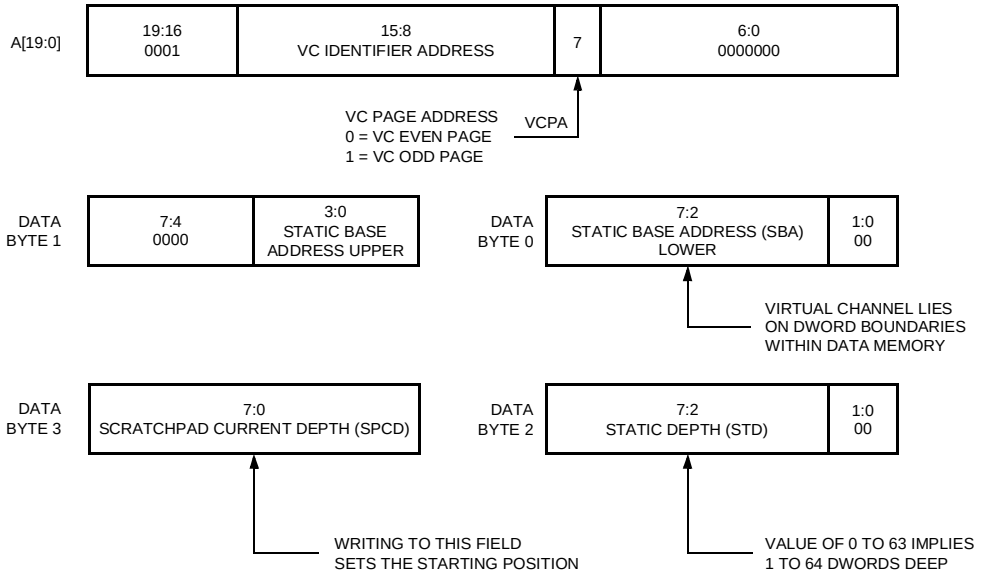
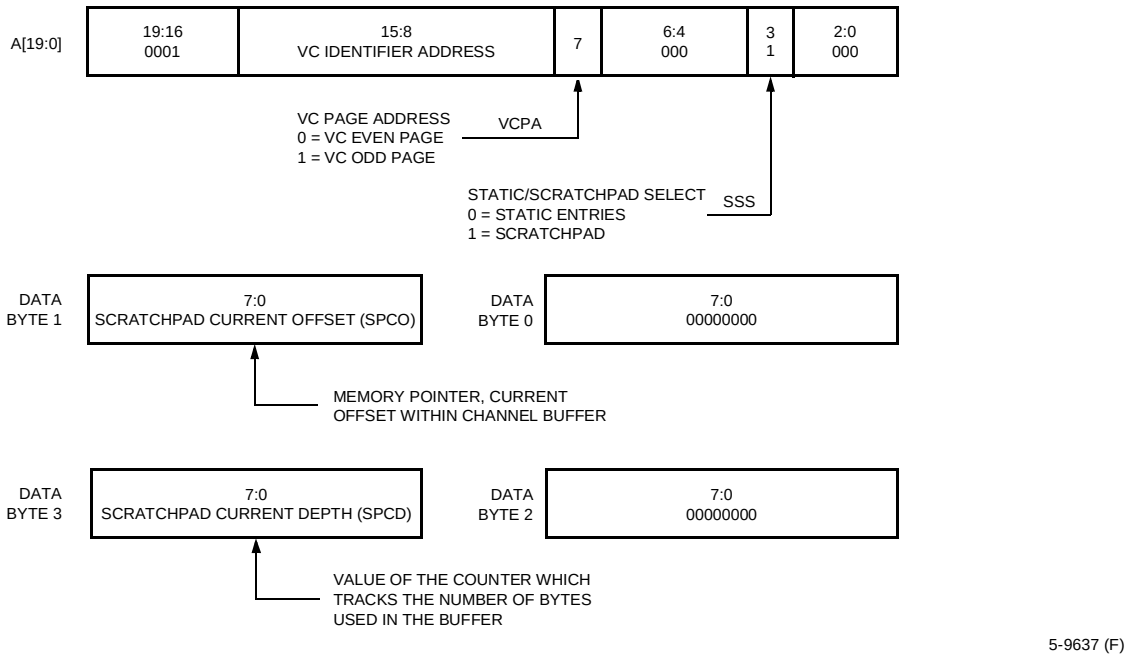

Figure 46. Microprocessor Programming—Write Virtual Channel Memory Command
Figure 48. Microprocessor Programming—Read Virtual Channel Scratchpad Command
- The WRITE command is presented as a microprocessor write cycle (see Figure 46 on page 145).
- The READ SCRATCHPAD command is presented as a microprocessor read cycle (see Figure 48 on page 146).
Note: Data byte n required information is shown in Figure 46—Figure 48.